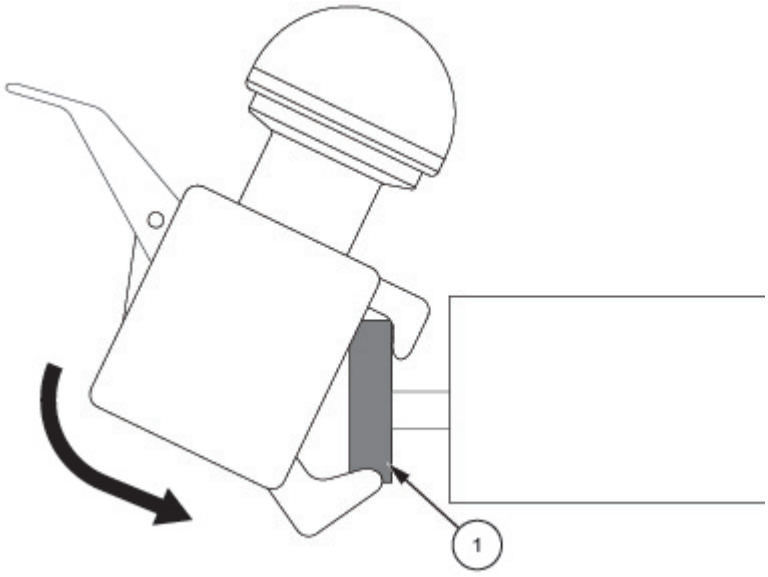

Figure 7-6. Installer le joystick
2. Placer le joystick sur le guide de la table chirurgicale (1). Voir *Figure 7-6*.